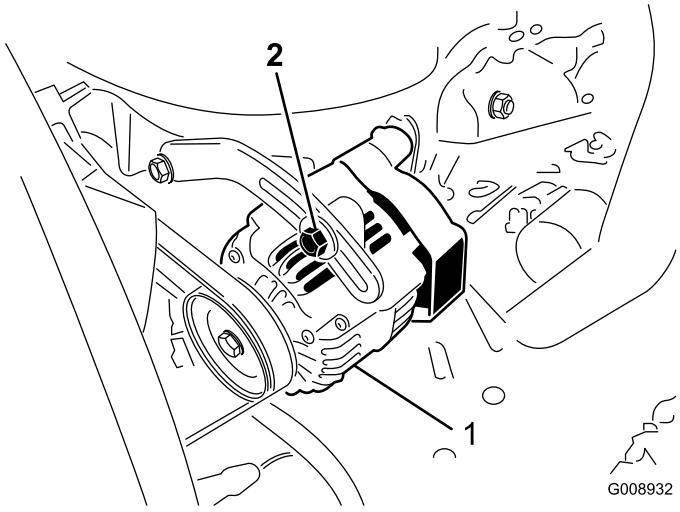

Figura 69
Verifique o estado e a tensão das correias (Figura 69) após cada 100 horas de funcionamento.
2. Se a deslocação obtida não for igual a 10 mm, deve desapertar os parafusos de montagem do alternador (Figura 69). Aumente ou diminua a tensão da correia do alternador e aperte os parafusos. Verifique uma vez mais a deslocação da correia para se certificar de que a tensão está correcta.